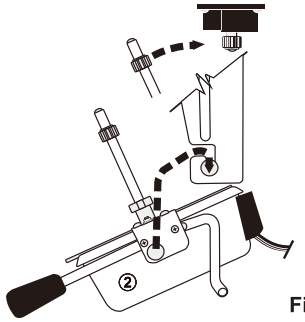

Fig 1
1. **Rotation type kettle（Fig 1):**